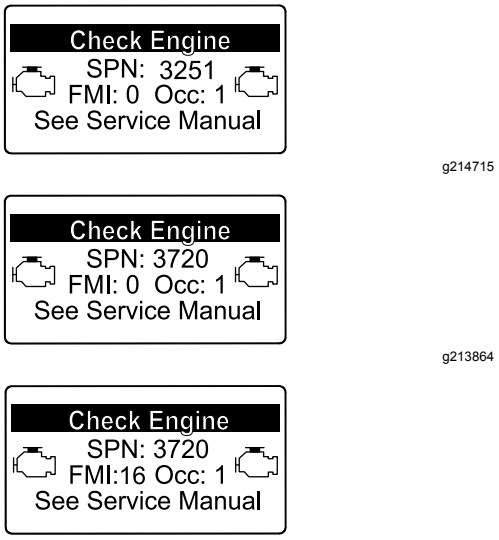

**Figur 77**
- Hvis motorfejl CHECK ENGINE SPN 3251 FMI 0 (tjek motor-spn 3251, fmi 0) eller CHECK ENGINE SPN 3720 FMI 0 (tjek motor-spn 3720, fmi 0) eller CHECK ENGINE SPN 3720 FMI 16 (tjek motor-spn 3720, fmi 16) vises i infocenteret (Figur 77), skal sodfilteret rengøres ved hjælp af følgende trin: